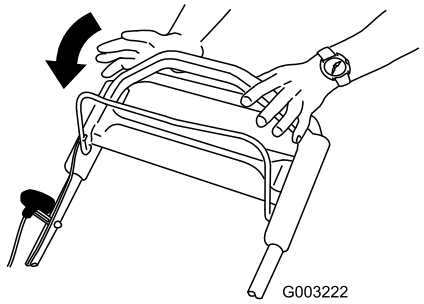

Figur 22
1. Slip bøjlen til knivens kraftudtag (Figur 22).